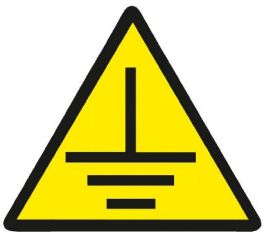

Fig. 22: Earthing sticker
6. Affix the earthing sticker (Fig. 22) next to the earthed gusset plate.